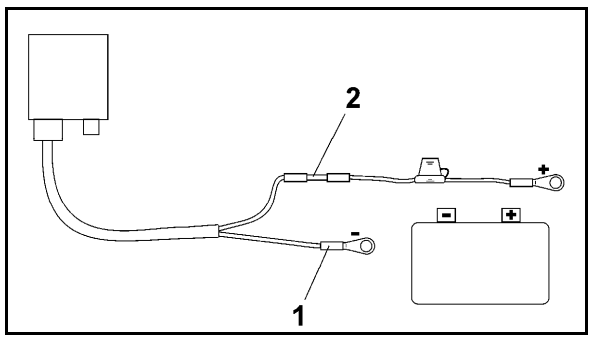

Fig. 5
4. Insert the blue cable core (earth) into loose ring lug (Fig. 5/1).
6. Insert brown cable core (+ 12 volts) into free end of connector (Fig. 5/2).
8. Shrink-fit connector (Fig. 5/2) with heat source (lighter or hairdryer) until the adhesive emerges.